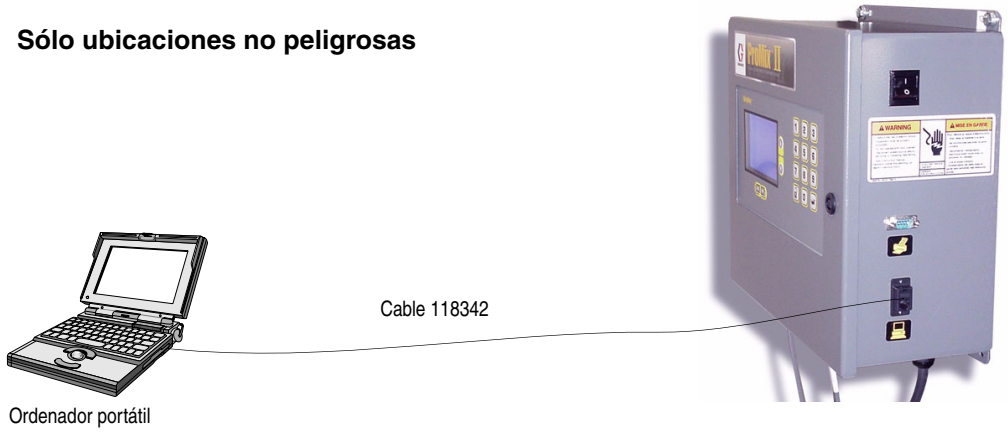

FIG. 24
Conecte el cable RS-232 118342 entre el conector (A) de la pantalla de visualización EasyKey™ y el puerto COM1 de su PC. Vea FIG. 24.